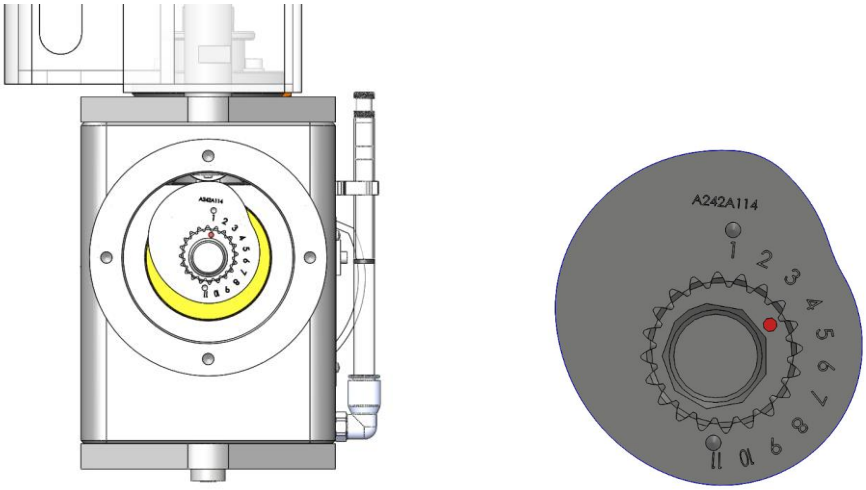

Рисунок 4.4 Установка кулачка
1. Выровняйте требуемый номер положения кулачка с соответствующим отверстием в кулачковом валу (Рисунок 4.4). См. инструкции по применению, чтобы узнать правильный номер положения кулачка для испытуемого модуля EUI/EUP.